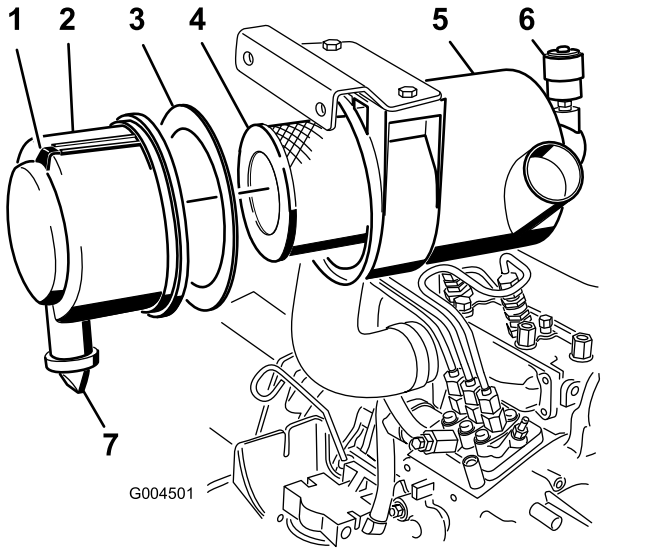

Figuur 35
3. Geef het luchtfilter een onderhoudsbeurt wanneer de luchtfilterindicator rood is, of om de 400 uur (vaker in uiterst stoffige of vuile omstandigheden (Figuur 35).